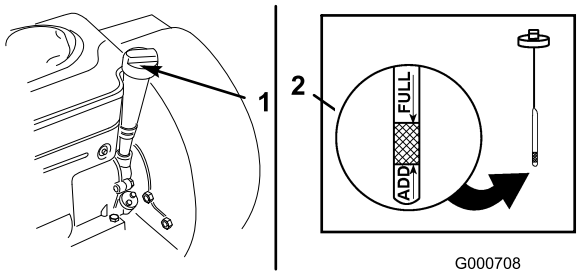

Bild 26
3. Reinigen Sie den Bereich um den Peilstab und nehmen Sie ihn heraus (Bild 26).